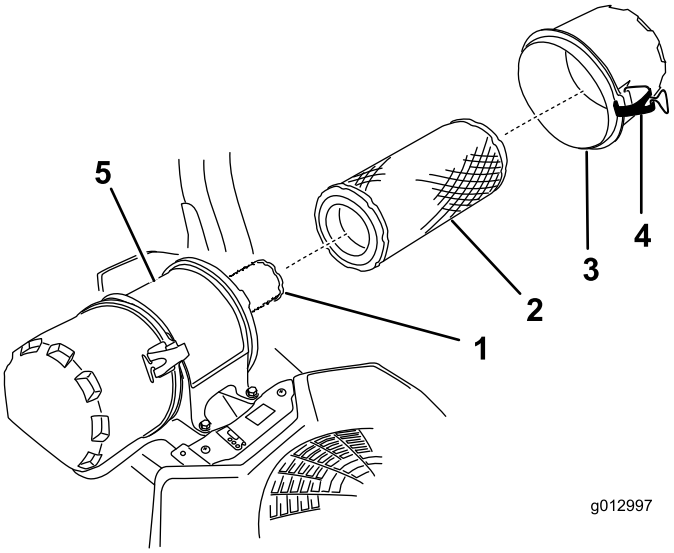

Figure 45
6. Ouvrez les dispositifs de verrouillage du filtre à air et séparez le couvercle du corps du filtre (Figure 45).
8. Sortez le préfiltre du corps du filtre avec précaution (Figure 45).
2. Si vous remplacez l'élément intérieur, insérez-le avec précaution dans le corps du filtre (Figure 45).
3. Placez ensuite le préfiltre sur l'élément intérieur avec le même soin (Figure 45).
4. Remettez en place et verrouillez le couvercle du filtre à air (Figure 45).